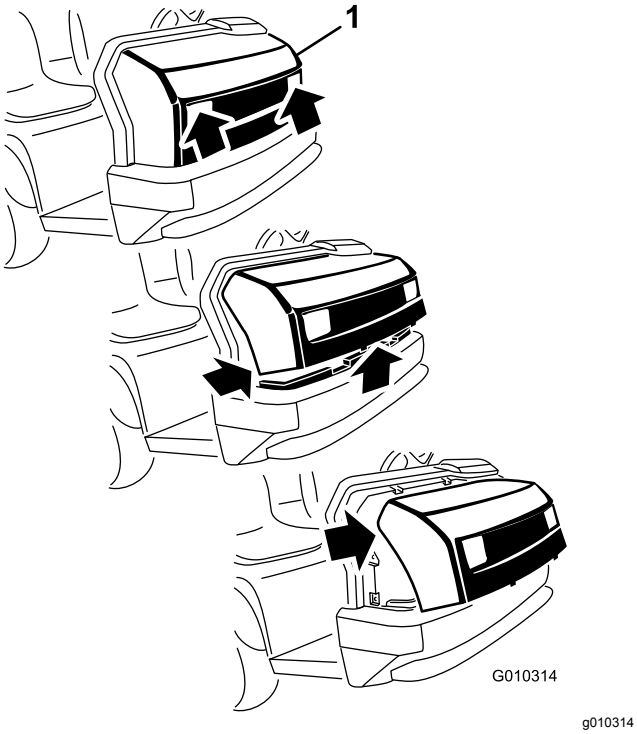

Rysunek 28
1. Trzymając przednią pokrywę pojazdu za otwory reflektorów, unieś ją, aby uwolnić dolne występy montażowe z wycięć w ramie (Rysunek 28).
2. Odchyl dół maski silnika do góry, aż będzie można wyciągnąć górne występy montażowe ze szczelin ramy (Rysunek 28).
3. Odchyl górną krawędź pokrywy do przodu i odłącz złącza przewodów od reflektorów (Rysunek 28).
2. Wsuń górne występy montażowe w szczeliny ramy (Rysunek 28).
3. Wsuń dolne występy montażowe w szczeliny ramy (Rysunek 28).